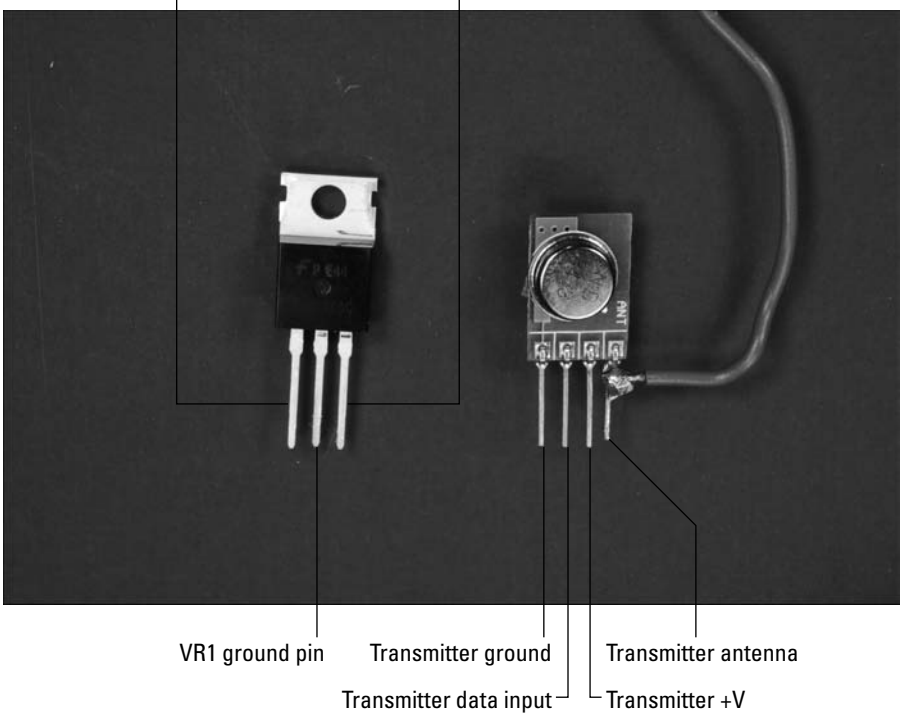

Figure 13-8: Transmitter and voltage regulator (VR1) pinouts.
2. **Solder an antenna wire to Pin 4 of the transmitter module, as shown in Figure 13-8.**